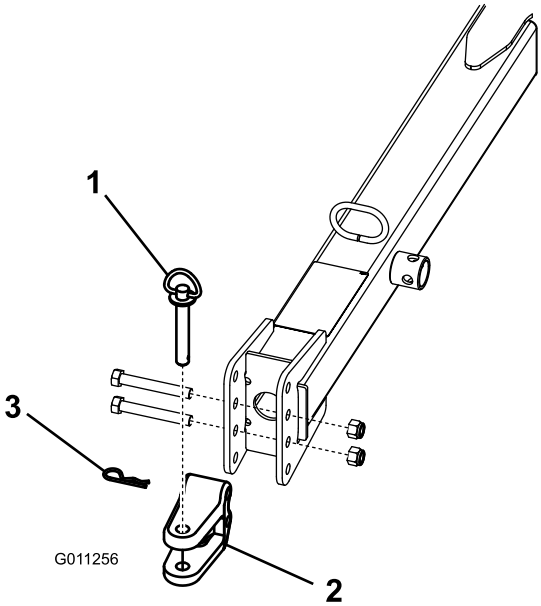

**Figur 9**
- Fjern boltene og låsemutrene som fester koblingssjakkelen (Figur 9) til koblingsarmen.